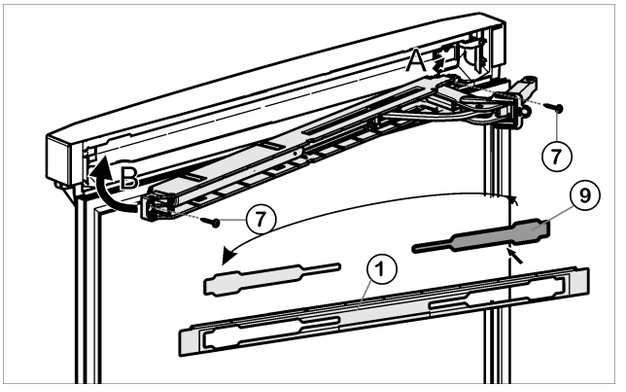

*Fig. 17*
- ▶ Loosen cover *Fig. 17 (9)* from the panel *Fig. 17 (1)* and insert on the other side.
- ▶ With the hinge of the upper soft stop unit facing the door hinge side, engage the soft stop unit (A) and swivel inwards (B)
- ▶ Tighten soft stop unit (2 x Torx® 15) *Fig. 17 (7)*.